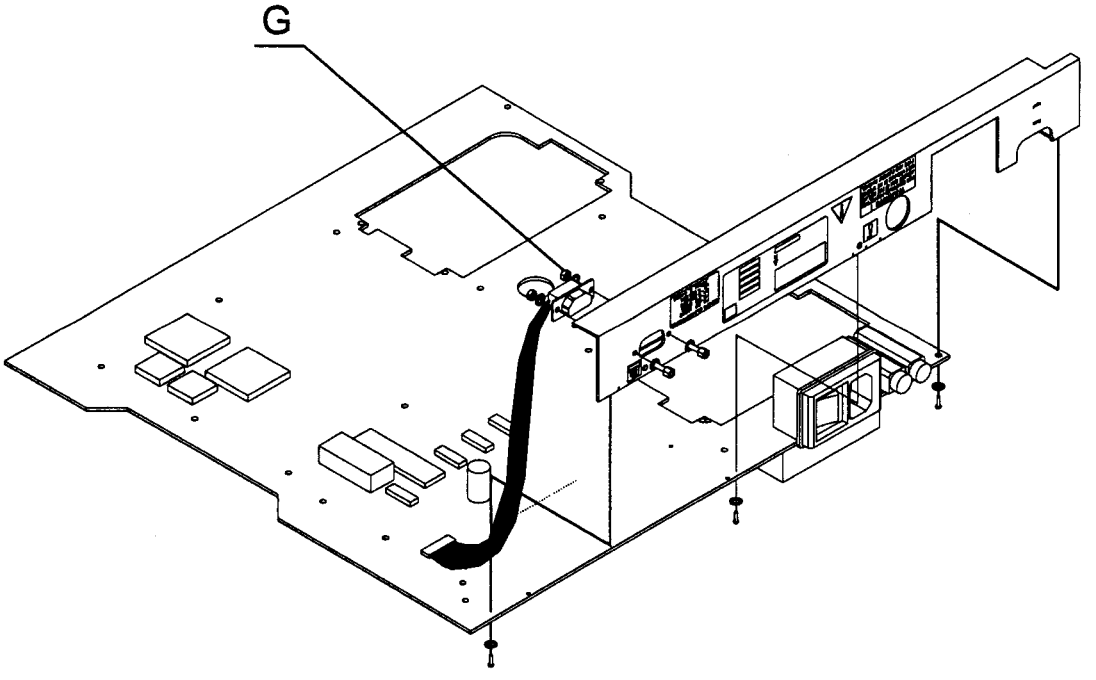

Fig. 7 - Rear cover
- **Disconnect** the 2 connector nuts (**"G"** mark, Fig. 7).